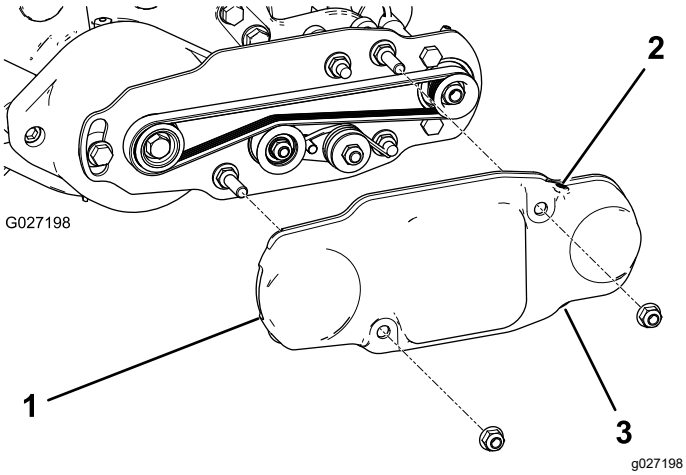

Figur 19
2. Skyv remdekselet på monteringsboltene, og fest dekselet med to flensmuttere (Figur 19).